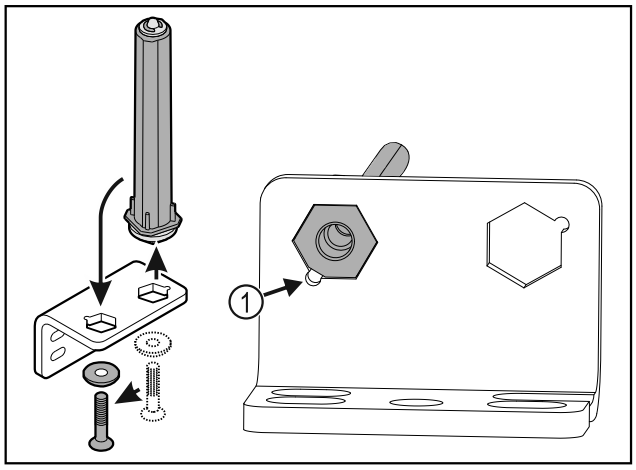

Fig. 15
▶ Aveți în vedere ca la introducere, teșitura bolțului *Fig. 15 (1)* să fie orientată spre orificiul rotund.